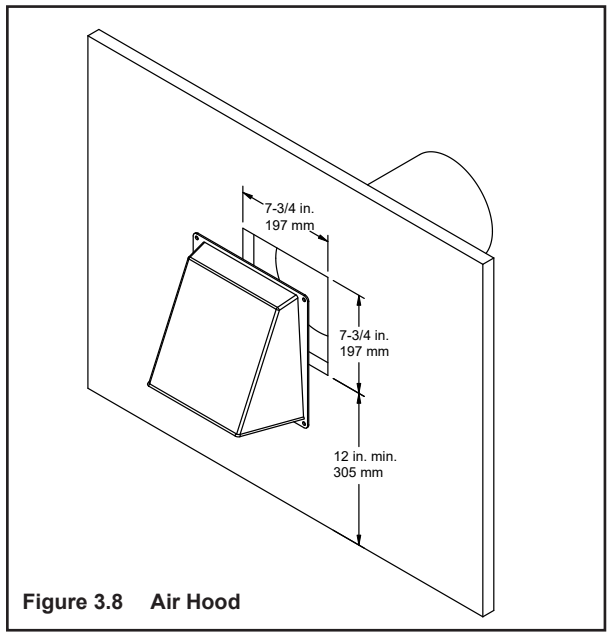

Figure 3.8 Air Hood
- Recommended bottom of a 7-3/4” X 7-3/4” square hole or 7-3/4” diameter hole 12” minimum above bottom of unit. See Figure 3.8.